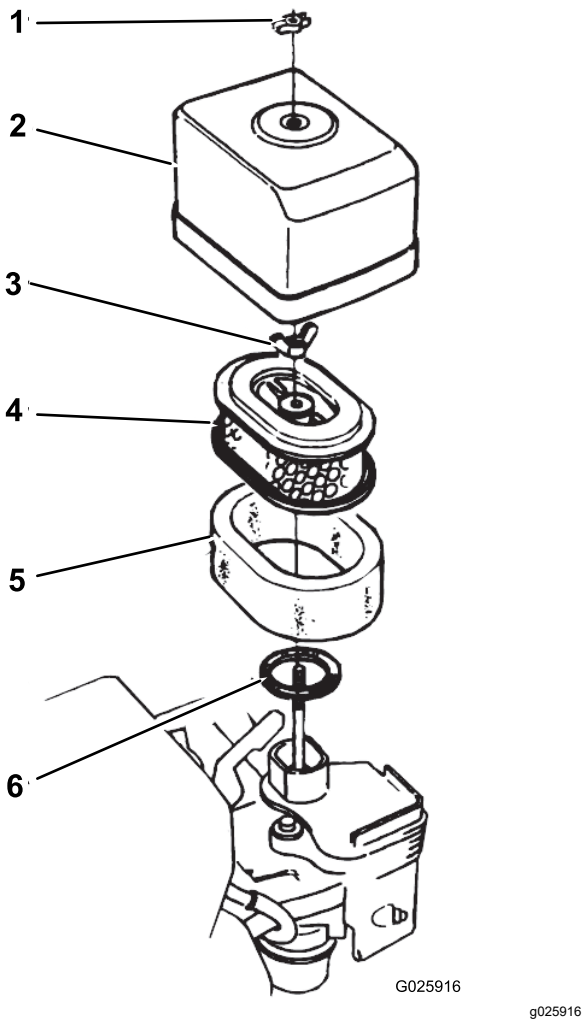

Rysunek 31
2. Odkręcić nakrętkę skrzydełkową mocującą pokrywę filtra powietrza do filtra i zdjąć pokrywę (Rysunek 31).
5. Zamocuj pokrywę filtra powietrza na filtrze powietrza przy pomocy nakrętki motylkowej (Rysunek 31).
1. Odkręcić nakrętkę skrzydełkową mocującą pokrywę filtra powietrza do filtra i zdjąć pokrywę (Rysunek 31).
2. Odkręcić nakrętkę skrzydełkowa od filtra powietrza i usunąć filtr (Rysunek 31).
3. Wyjmij piankowy wkład filtra powietrza z filtra papierowego (Rysunek 31).
1. Nałóż piankowy wkład filtra na papierowy wkład filtra (Rysunek 31).
2. Sprawdź uszczelkę pod kątem zużycia i uszkodzeń (Rysunek 31).
3. Dopilnuj, aby uszczelka znajdowała się na wlocie powietrza do gaźnika (Rysunek 31).
4. Zamocuj filtr powietrza na gaźniku nakrętką motylkową (Rysunek 31).
5. Zamocuj pokrywę filtra powietrza na gaźniku drugą nakrętką motylkową (Rysunek 31).